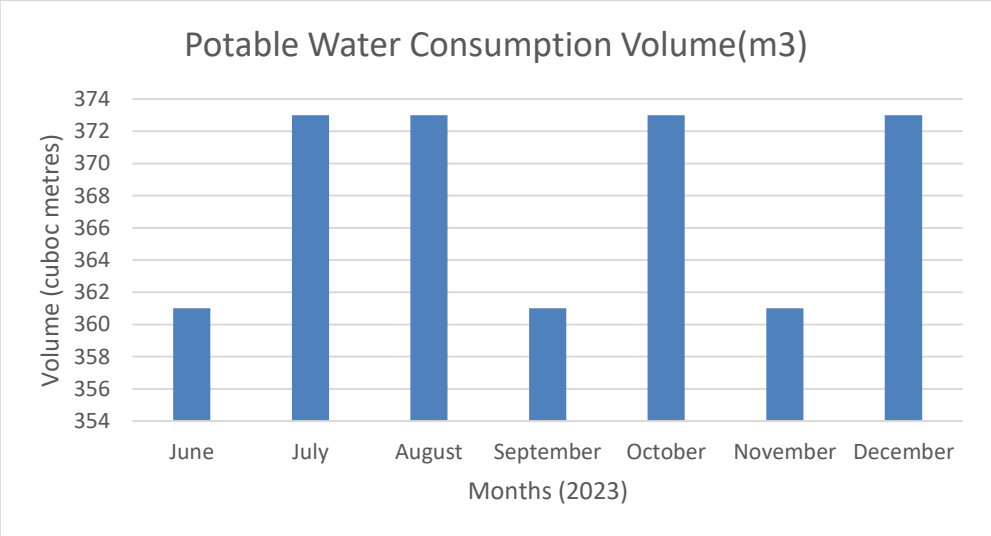

Figure 4: Ingfield Manor School monthly water consumption (source: WaterPlus Utility Provider)
11. It can be seen from the table that the volume of potable water used (in cubic metres) fluctuates between 361m^3 and 373m^3 (this is also shown graphically in Figure 4). Other than this there is no discernible difference between term time and school holidays. Also there is no discernible difference from when the new classroom was brought into operation in September.